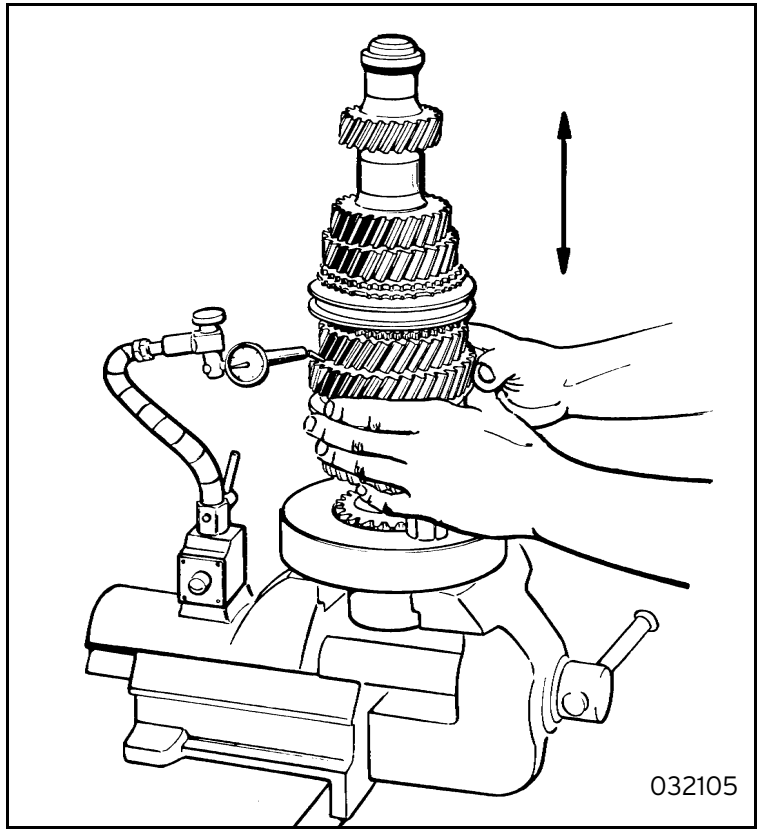

Fig. 45
- check (figure 45) that the end float of each idle gear is within the specified values;